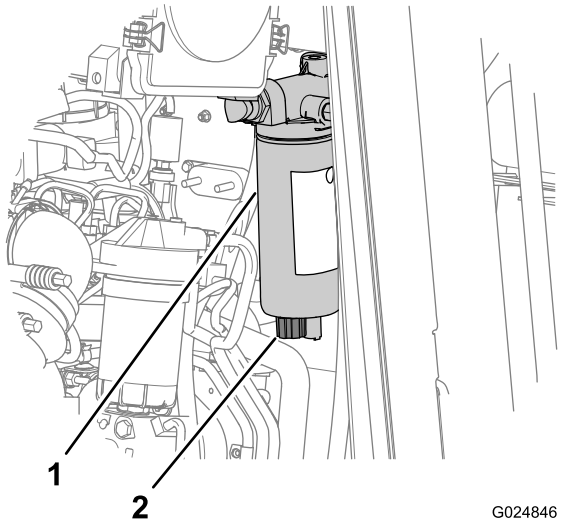

Rysunek 21
2. Umieść odpowiedni pojemnik pod zaworem spustowym odwadniacza paliwa (Rysunek 21).